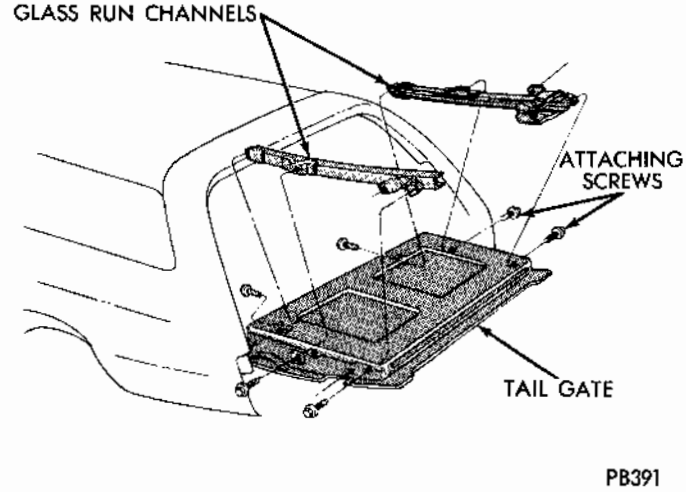

Fig. 13 - Tailgate Glass Run Channels
(1) Remove the tailgate glass assembly.
(2) Remove tailgate glass run channel screws (Fig. 13).
(3) Remove channel assembly through access holes in inner panel.